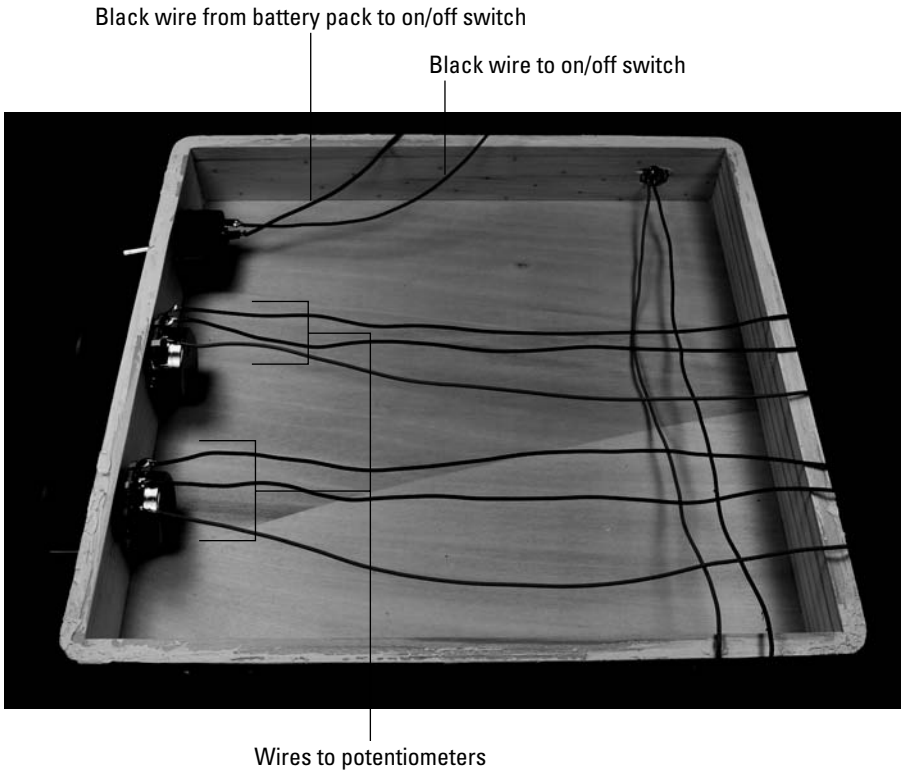

Figure 5-23: Wires soldered to the on/off switch and the potentiometers.
7. **Solder 12" black wires to each of the three potentiometer lugs, as shown Figure 5-23.**
Figure 5-23 shows the switch after the wires are soldered.